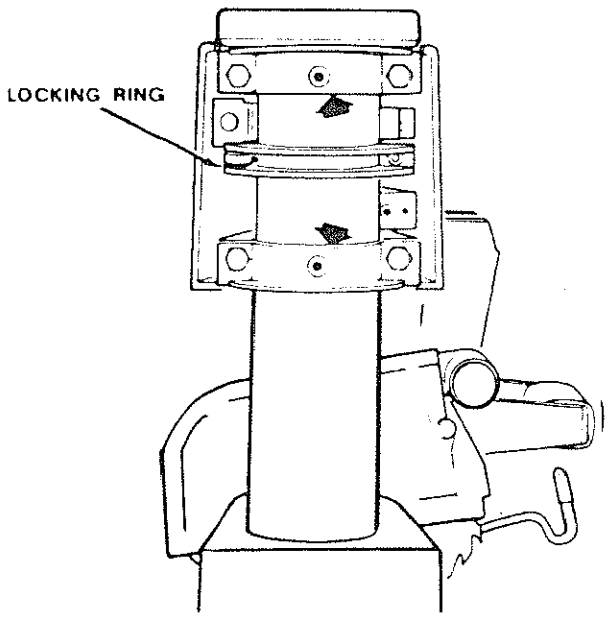

Fig. 121 - Bearing Points Where Arm Attaches to Column Tube
- Apply a few drops of oil along the *swivel index pin* and the *bevel index pin* only if the pins have a tendency to stick. Swivel to in-rip or out-rip for easy access to the *swivel index pin*. Bevel to 45°and *bevel index pin* can be easily accessed behind the *yoke* as illustrated. (Figure 121)
- Lubricate the bearing points where the *arm* attaches to the *column tube.* With a #2 Phillips screwdriver remove two screws and the rear arm cover for access to these points. Be careful not to get lubricant on the *locking rings* as this will adversely affect the miter locking function. (Figure 121)